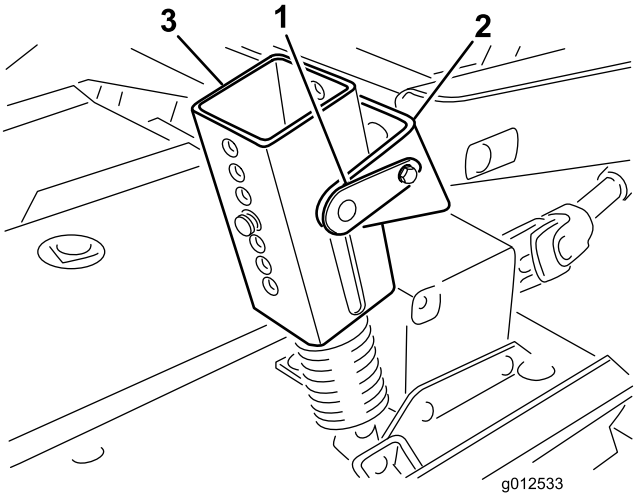

Figur 1
2. Kun for trekkenheter i 200-serien: Koble av motvekten fra trekkenheten, fjern låsestiftene fra brakettene, fjern fjærspenningsenhetene fra brakettene, og legg dem ned på klippeenheten (Figur 1).
3. Senk klippeenheten, og fjern de fire stiftene fra klippehøydebrakettene (Figur 1).